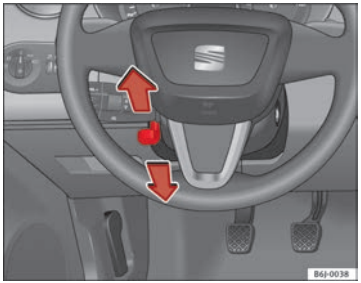

Fig. 96 Steering column height adjustment
– Push the lever under the steering column ⇒ fig. 96 down ⇒ ⚠.
– Adjust the steering wheel until the correct position is set ⇒ fig. 96.
- **Adjust the driver seat or steering wheel so that there is a distance of at least 25 cm between the steering wheel and your chest ⇒ fig. 96. If you fail to observe the minimum distance, the airbag will not protect you. Risk of fatal injury.**